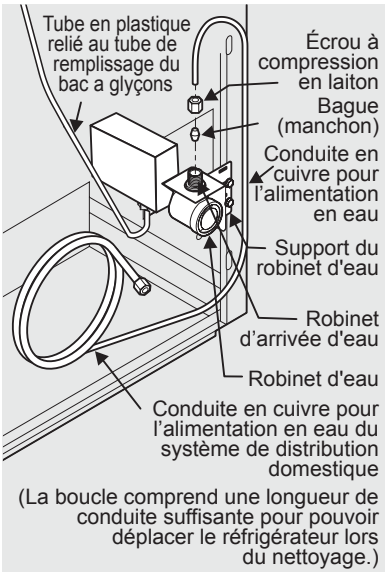

Figure 1
4. Si vous utilisez une conduite en cuivre – glissez l'écrou de compression en cuivre, puis la bague d'extrémité (manchon) sur la conduite d'alimentation. Poussez la conduite aussi loin que possible dans la valve d'entrée d'eau (6,4 mm ou ¼ po). Glissez la bague de serrage (manchon) dans la valve d'entrée et serrez l'écrou de compression à la main sur la valve. Serrez d'un autre demi-tour à l'aide d'une clé; ÉVITER de trop serrer. Voir la Figure 1.